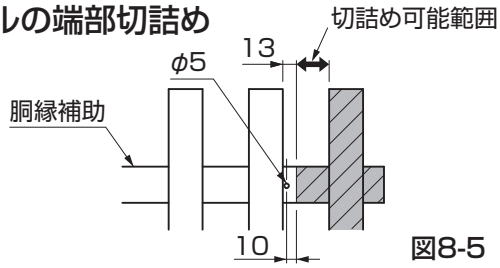

図8-5
①胴縁、胴縁補助を切詰め可能範囲内の長さで切断し、端部から10mmの位置に、胴縁補助にはφ5の孔、胴縁にはφ3.4の孔を前後に開け直して使用してください。（図8-5参照）